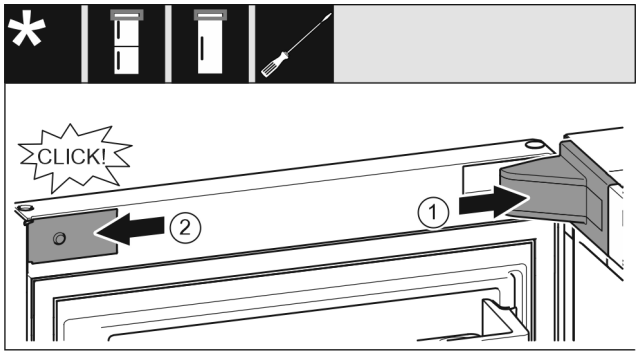

Fig. 65
▶ Put the swap bearing block cover *Fig. 65 (1)* on and engage, push apart carefully if required.
▶ Place the trim *Fig. 65 (2)* on the side and engage.